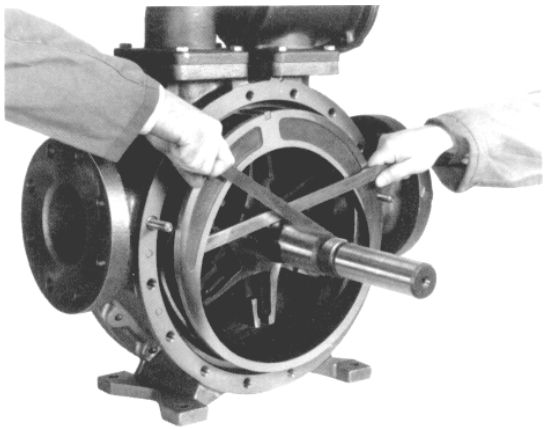

Figure 9 – Liner Removal
5. Remove the head capscrews (21) and head stud nuts (21C). Two jackscrew holes are provided in the rim of the head to facilitate removal.
6. Remove the head (20 or 20A) from the casing (12), being careful not to nick or scrape the shaft.
7. The disc (71) will come off with the head assembly and is attached with four countersunk, allen-head machine screws (71A) and lockwashers (71B).
8. From the open side of the pump, grasp the rotor in the 3 and 9 o'clock positions, and gently pull the rotor and shaft (13) out of the head assembly remaining on the casing. **CAUTION:** Use care to avoid injury-the rotor and shaft is heavy and may have sharp edges.
10. Depending on the pump application, the liner (41) can be removed in two ways:
a. If the pumpage is a clean, non-corrosive liquid, with low viscosity, the liner can usually be withdrawn from the casing by prying with two bars. Insert the tips of the bars into the port openings on either side of the liner, and partially remove the liner by prying against the rotor. Use a block under the bar, against the rotor, to bring the liner the rest of the way out (see Figure 9).